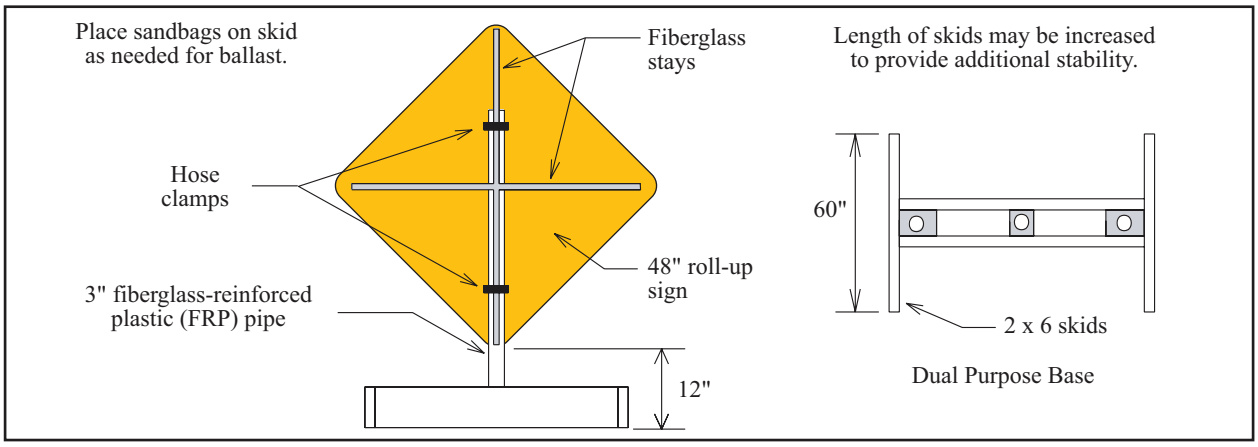

Figure J-10. Hwy Com's short-term H-leg sign support (1 foot mounting height)
- FRP pipe with dual-purpose base (Figure J-10).